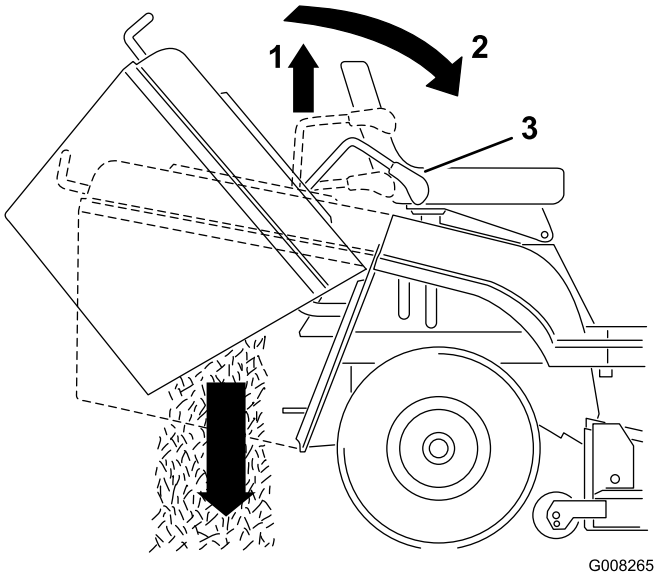

Figur 17
2. Dra ut teleskoptömningsspaken och skjut den framåt och nedåt för att luta gräsuppsamlaren (Figur 17).